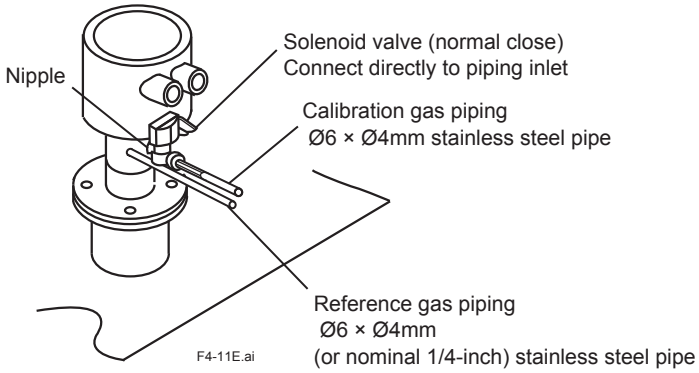

Figure 4.11 Piping for the Calibration Gas Inlet
- Install a normally closed solenoid valve (Yokogawa recommended part) through a nipple (found on the local market) on the calibration gas inlet of the detector as shown in Figure 4.11. This solenoid valve is activated by a contact signal from the averaging converter. (Power wiring is separately required.)